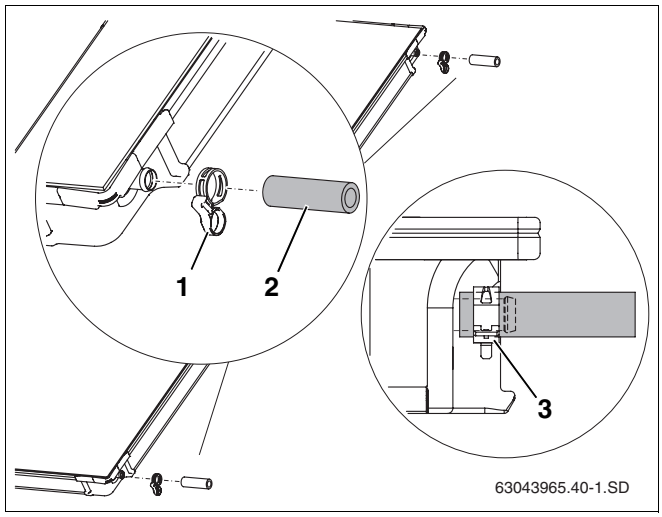

Abb. 42 Verbindungssatz am zweiten Kollektor vormontieren
- Solarschläuche 95 mm (Abb. 42, **Pos. 2**) auf die rechten Anschlüsse des zweiten und aller weiteren Kollektoren schieben.
- Federbandschellen (Abb. 42, **Pos. 1**) über den Solarschlauch schieben (die zweite Schelle sichert später den Anschluss des anderen Kollektors).
- Wenn die Federbandschelle richtig sitzt, den Sicherungsring ziehen, um die Verbindung zu sichern (Abb. 42, **Pos. 3**).